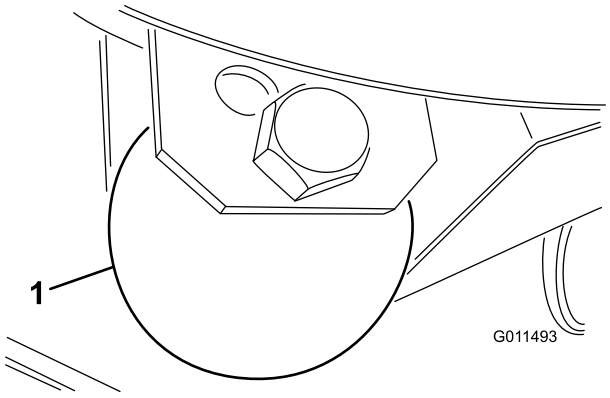

Рисунок 28
1. Снимите болт и гайку крепления копирующего колеса к кронштейнам режущего блока (Рисунок 28).